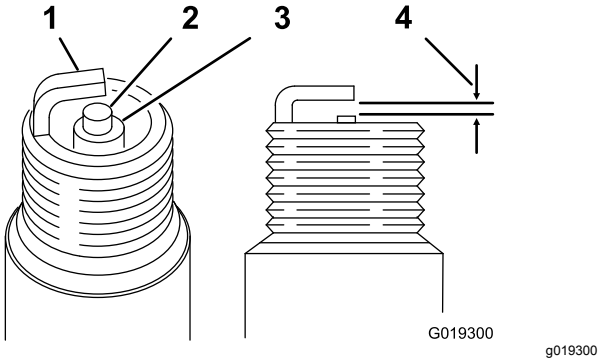

Figur 44
5. For hvert tændrør skal gnistgabet mellem midterelektroden og sideelektroden indstilles til 0,76 mm. Se Figur 44. Monter hvert tændrør med korrekt gnistgab med en pakningsforsegling, og stram tændrørene til 22 N·m.